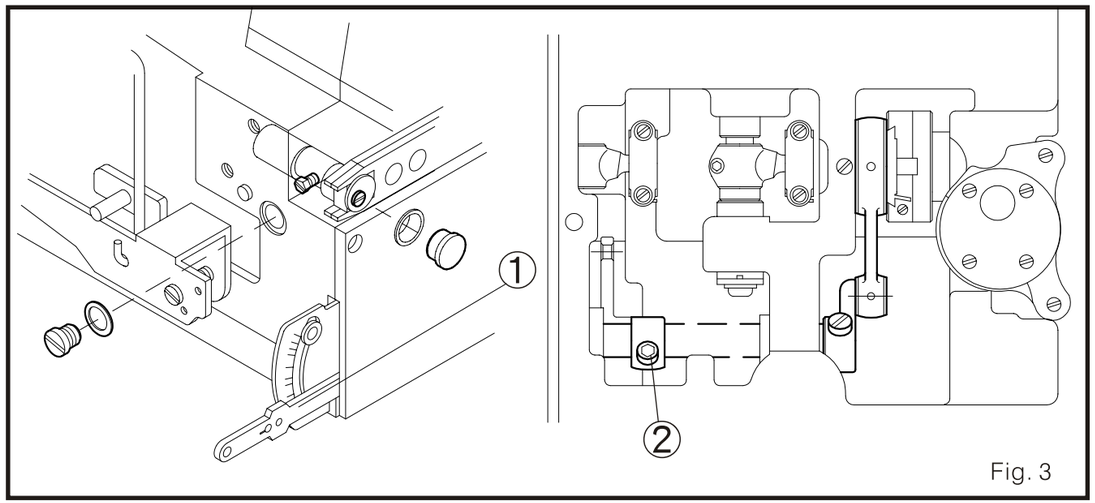

Fig. 3
1. Ajuste el largo de la puntada al máximo. (Fig. 3)